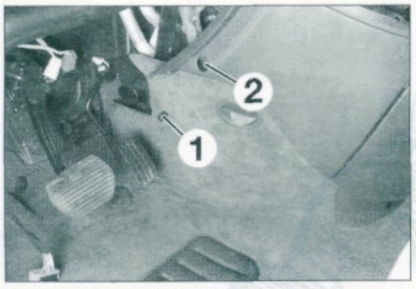

FIGURE 9-21
- Décliper l'airbag en engageant un tournevis plat par l'orifice (1) et déplacer le clip vers l'extérieur du volant, tout en tirant sur l'airbag **(figure 9-21)**.
• De chaque côté déposer l'agrafe (1) et la vis (2) **(figure 9-21)**.